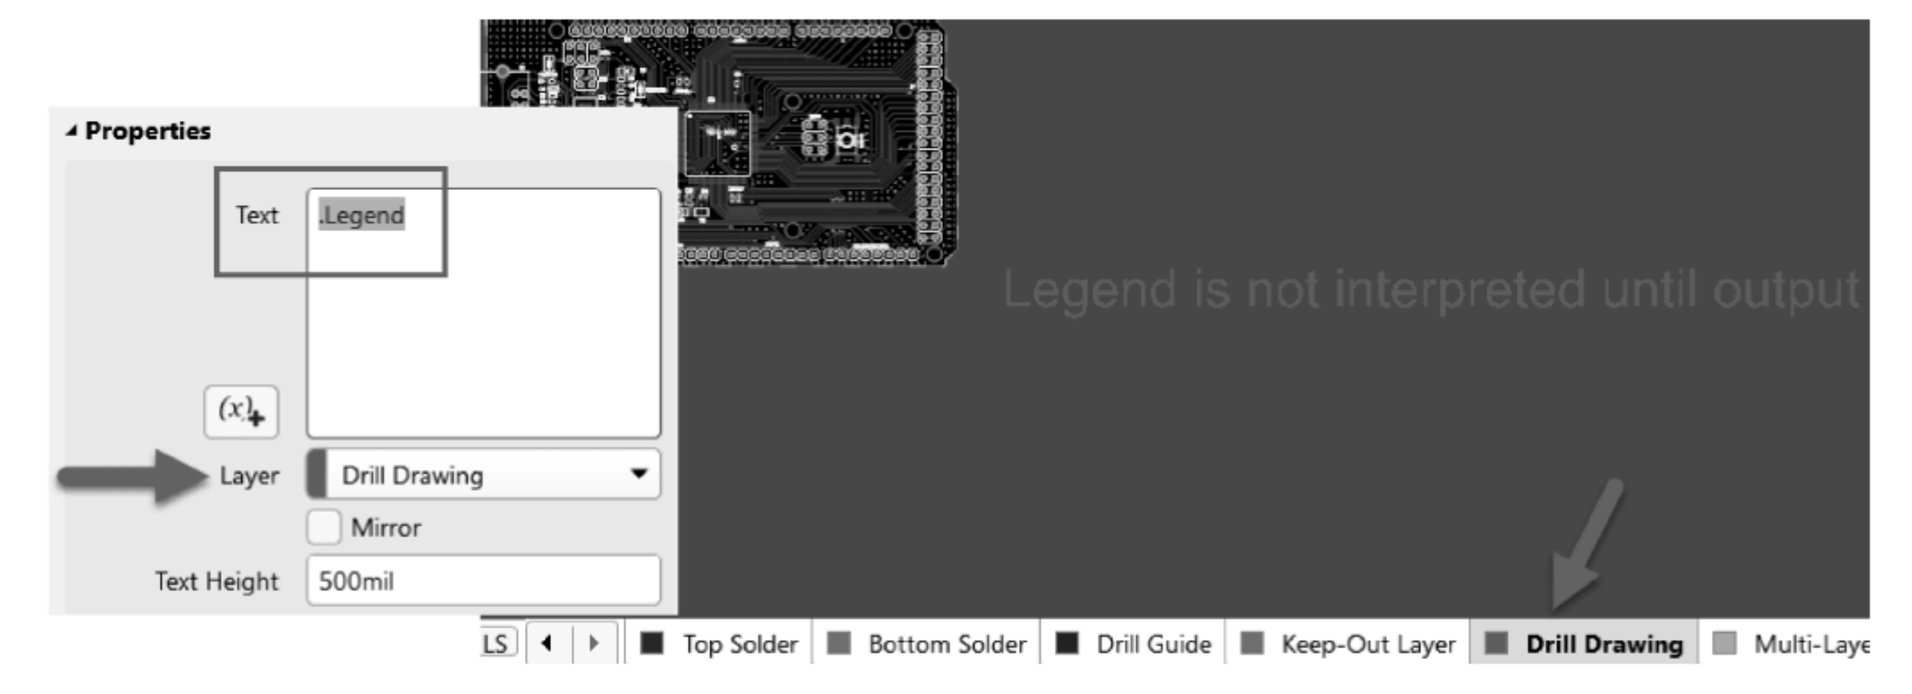

图 1-358 放置文本. Legend
(1) 切换至 Drill Drawing 层，放置文本 Legend，这时软件会提示 Legend is not interpreted until output(直到输出才会解释图例)，如图 1-358 所示。